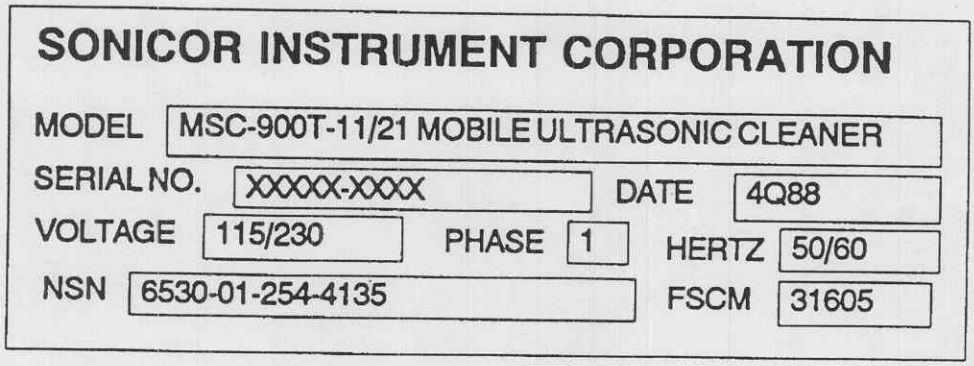

Figure 1-1. Front data plate.
b. Identification, instruction, and warning plates, decals, or markings. Figures 1-1 and 1-2 provide information shown on data plates located on the front and rear of the unit.